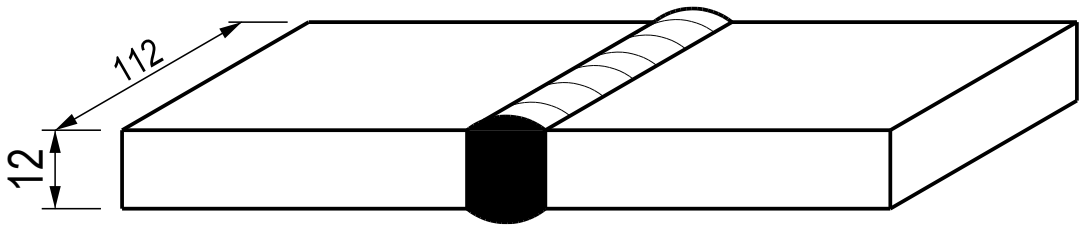

FIGURE 6
6.1 Calculate the safe load for the butt weld shown in FIGURE 6 DIAGRAM SHEET 2 (attached). Use the following specifications: